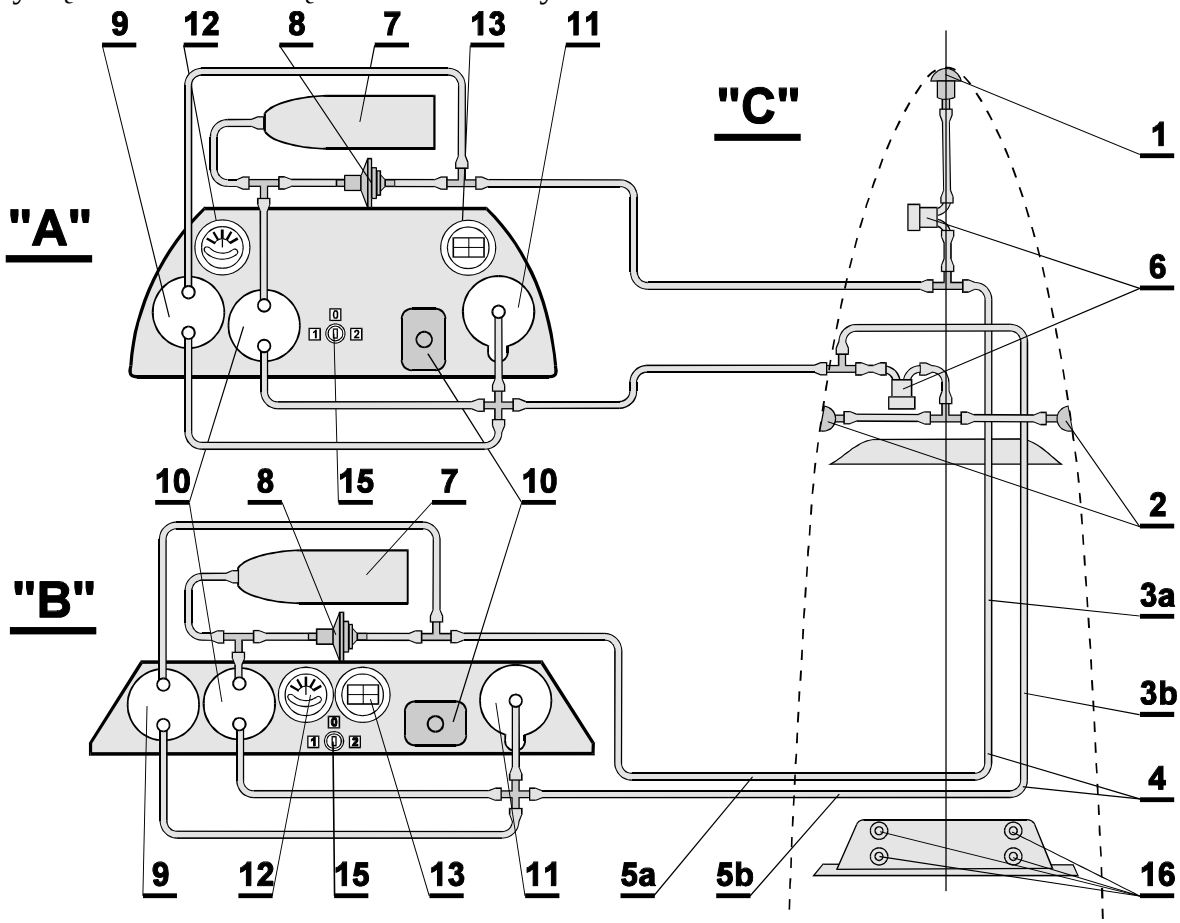

Rys. 9 Schemat instalacji przyrządów pokładowych
- Odłączyć przewody ciśnieniowe tablicy przyrządów tylnej kabiny (Rys. 9) i zaślepić od strony dajników.
- Odłączyć odwadniacze od przewodów tablicy przyrządów przedniej kabiny (w miejscach oznaczonych strzałkami na Rys. 9) i przedmuchać odwadniacze wraz z przewodami dajników,